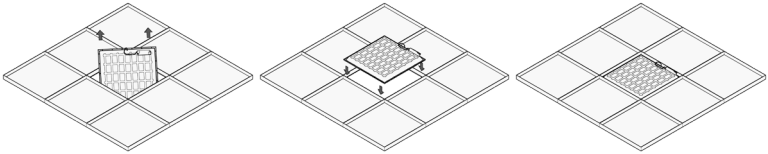

Рисунок 3 — Установка светильника Geniled серии Офис Comfort Basic в подвесной потолок типа «Армстронг».
5.3.3. Установите светильник Geniled в выбранную ячейку (рис.3). Следите за тем, чтобы кабель не оказался зажат между элементами конструкции потолка и светильника. Убедитесь, что светильник надежно закреплен на потолке.